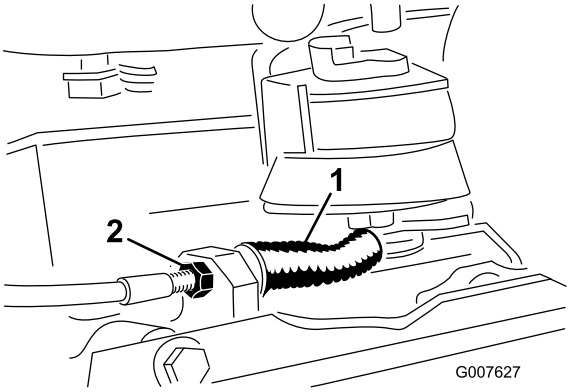

**Figur 37**
- Minska kabelns spänning genom att lossa kabelns främre kontramutter och dra åt den bakre kontramuttern (Figur 37). Upprepa steg 1 och 2 och justera på nytt vid behov.
- Öka kabelns spänning genom att dra åt kabelns främre kontramutter och lossa den bakre kontramuttern (Figur 37). Upprepa steg 1 och 2 och justera på nytt vid behov.